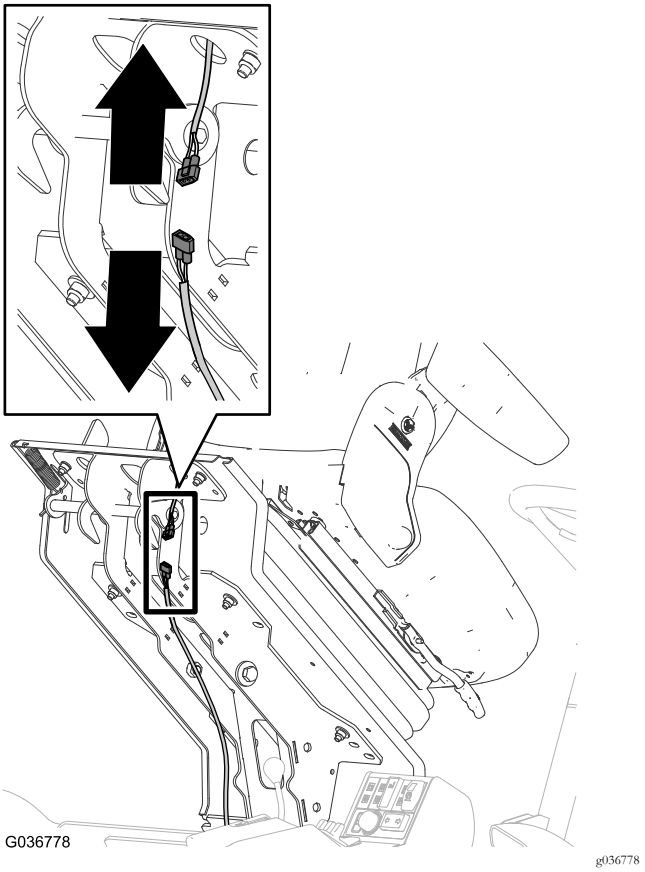

Figur 8
1. Koble fra kontakten for setebryterens ledningssats fra kontakten til maskinledningssatsen (Figur 8)